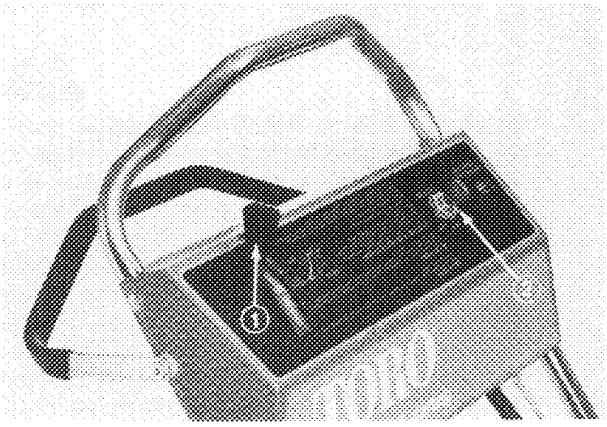

Figure 11
1. Assure high tension wire is pushed onto spark plug, and ground speed control is in NEUTRAL (N).
2. Insert key into the key switch until it snaps in place (Fig. 11).